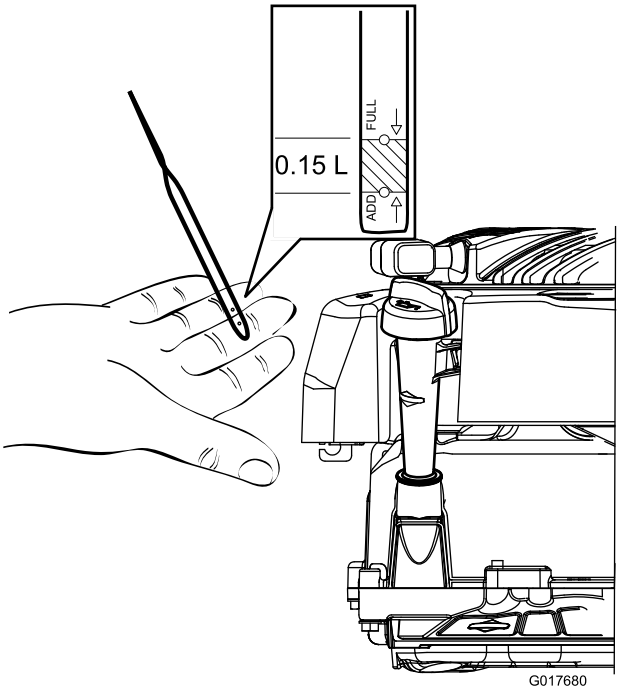
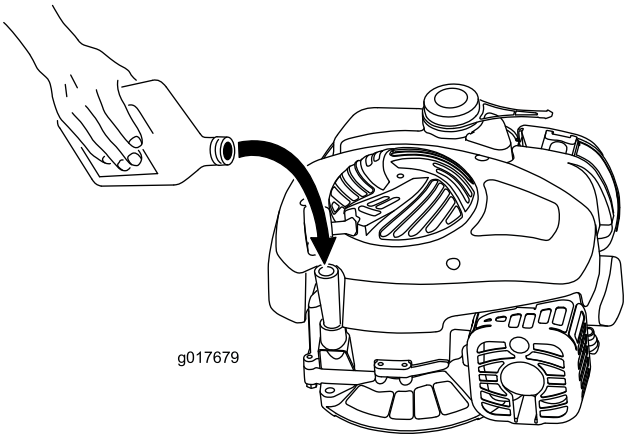

Figur 5
Figur 6
1. Ta bort oljestickan (Figur 5).
2. Fyll långsamt på olja i påfyllningsröret tills nivån når markeringen Full på oljestickan (Figur 5 och Figur 6). Vänta i tre minuter innan du kontrollerar oljenivån med oljestickan efter att ha fyllt på olja. Fyll inte på för mycket. (Maximal påfyllning: 0,47 l, typ: SAE 30 renad fordonsolja med API-klassificering SF, SG, SH, SJ, SL eller högre.)